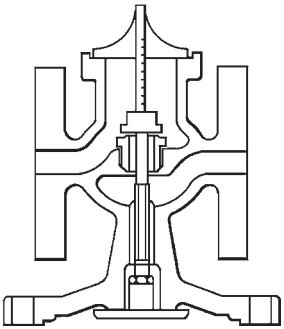

Fig. 11
12. The main valve can now be opened by pushing on the plate (**25**) until it comes up against the stop on the body. See Figure 11. Check the valve lift by using a depth gauge as shown.